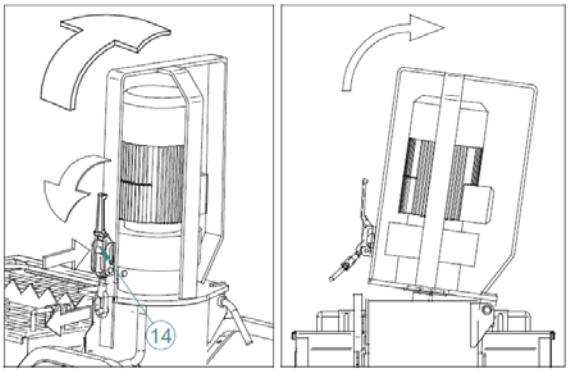

FIG.15
Desconectar los tubos de envío del material del colector de envío. Desconectar el empalme rápido dotado con dispositivo de seguridad (ref. 14) y abrir la cámara de mezcla (fig. 15).